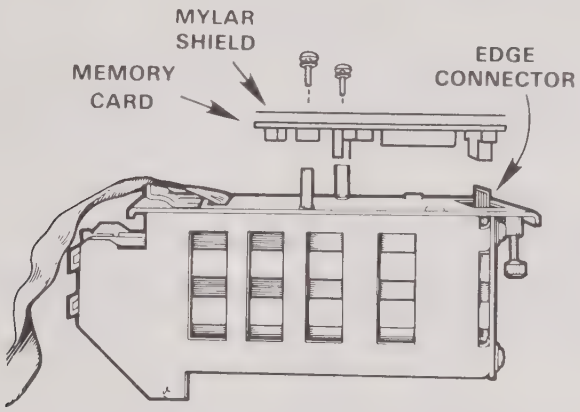

Figure 3. Memory Board Removal
7. Remove the two Phillips-head screws and armite or mylar shield from the memory board (see figure 3). Retain the washers and screws for reassembly. (If you are updating a UniPak 2B that was factory built, rather than a field conversion, it will not contain any washers.)
8. Pull the memory board straight up to unplug it from the card edge connector (as shown in figure 3).
1. Plug the memory board into its card cage edge connector (figure 3) until it is firmly seated.